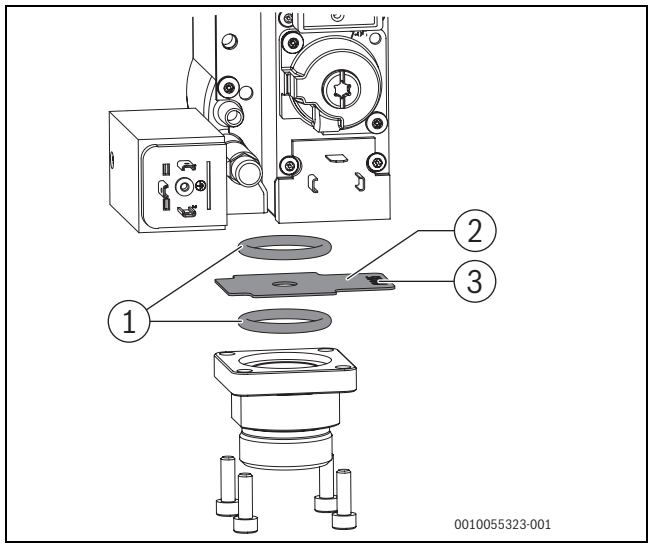

Bild 27 Gasblende austauschen (Kesselgröße 75; 100 kW)
- Gasblende (→Bild 27 und 28, [2]) abnehmen und gegen die der gelieferten Gasart entsprechende Gasblende austauschen (→Tab. 9).
- O-Ringe (→Bild 27 und 28, [1] auf Beschädigung prüfen und gegebenenfalls austauschen.
Gasblende mit der Beschriftung (→Bild 27 und 28, [3]) nach oben einlegen, Beschriftungslasche nach rechts zeigend.
Legende zu Bild 27 und 28: